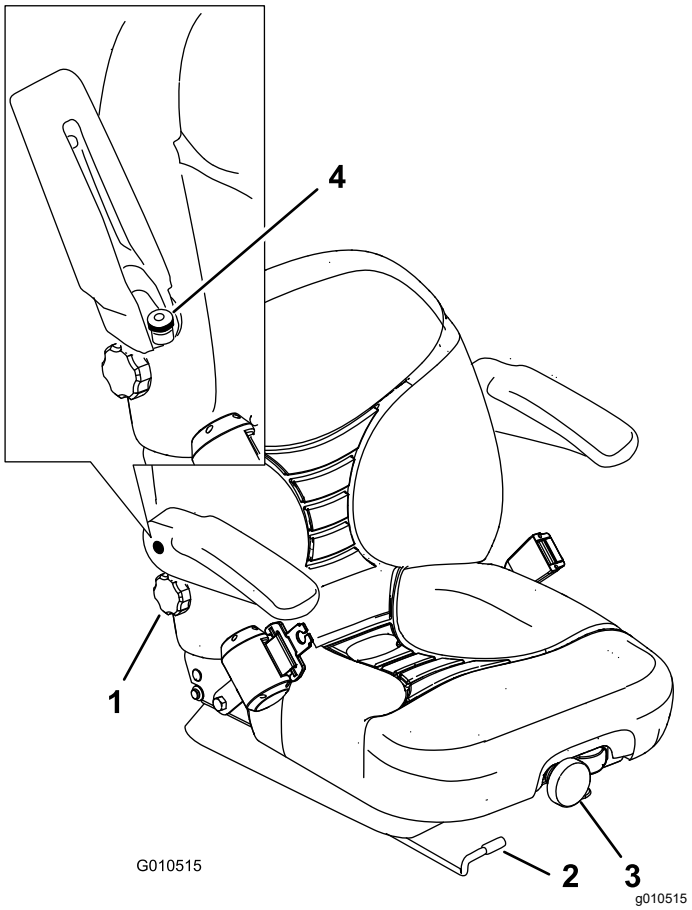

Figuur 30
1. Beweeg de instelhendel zijwaarts om de stoel te ontgrendelen (Figuur 30).
Om de stoel te verstellen, draait u de voorste knop in een van beide richtingen om de meest comfortabele positie te verkrijgen (Figuur 30).
Om te verstellen, draait u de knop onder de rechterarmsteun in een van beide richtingen om de meest comfortabele positie te verkrijgen (Figuur 30).
Til de armsteun omhoog en draai de knop in een van beide richtingen om de meest comfortabele positie te verkrijgen (Figuur 30).